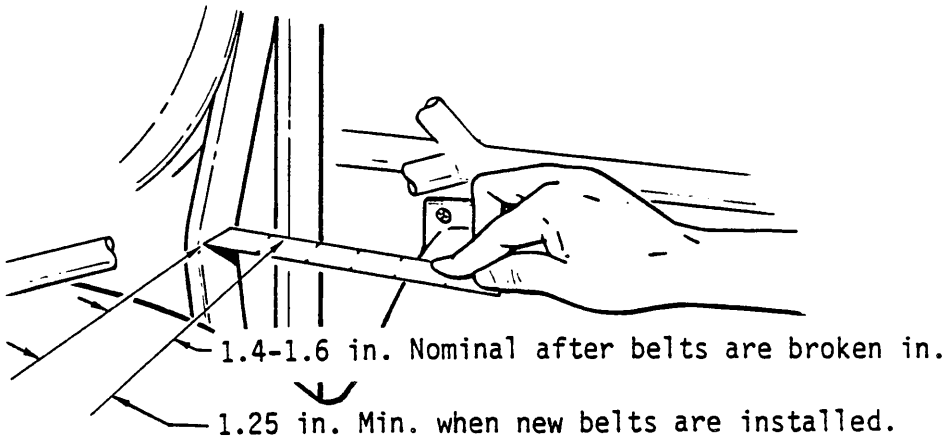

FIGURE 7-7A V-BELT DEFLECTION (ACTUATOR DISENGAGED)
11. Measure belt defection with actuator disengaged. Using a scale and finger pressure, belts must deflect inward 1.4 - 1.6 inches per Figure 7-7A. Adjust actuator down-limit stop screw (see Figure 7-15) as required to obtain correct dimension. Tighten down-limit stop screw jam nut.